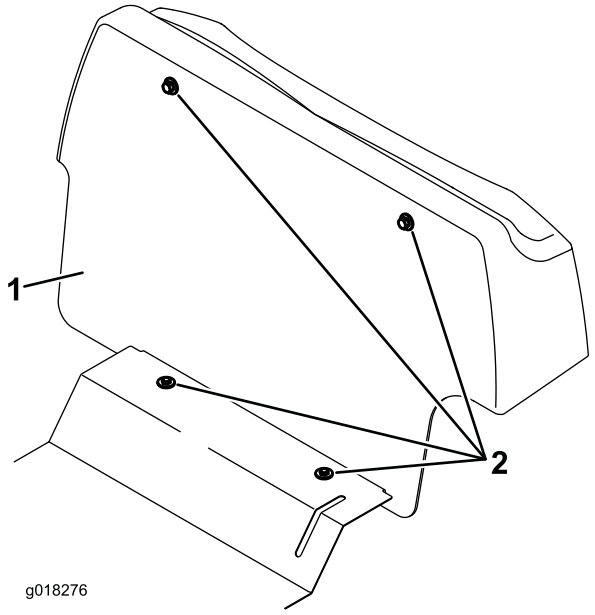

Figure 1
3. Déposez la cloison en dévissant les 4 boulons (Figure 1). Cela permet d'accéder au faisceau de câblage principal.